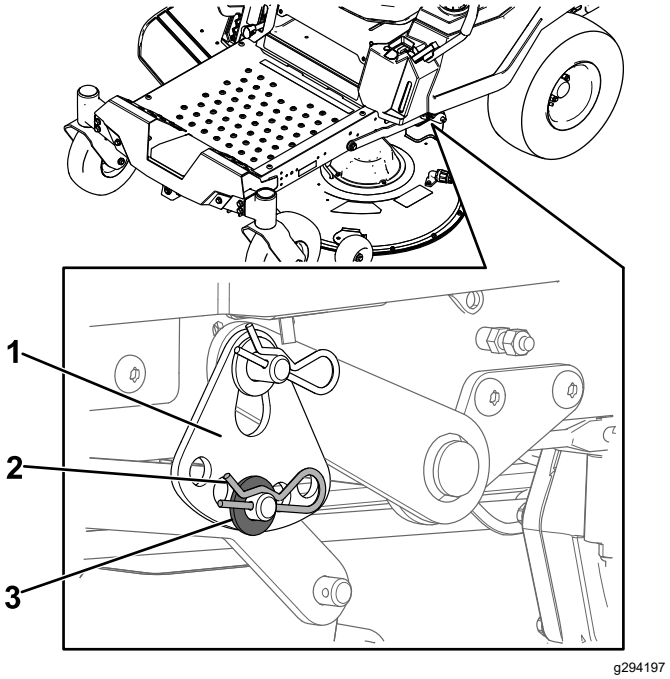

Figur 69
6. Fjern hårnålssplinten og skiven fra den lavere løftearmbolten (Figur 69).